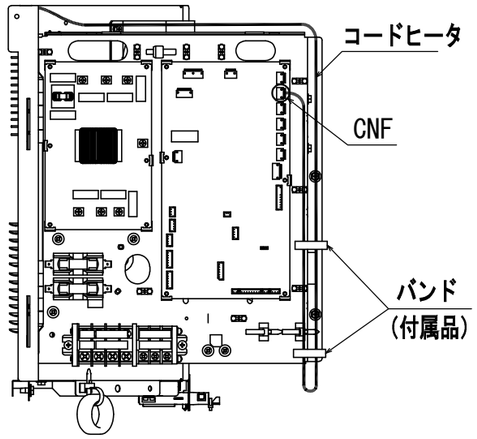

図6
②ファンモータ配線に沿わして仕切板上部の切り欠き部を通し基板のCNFコネクタに差し込んでください。（図6,7）
③余ったコードヒータは付属のバンドで固定してください。（図.6）